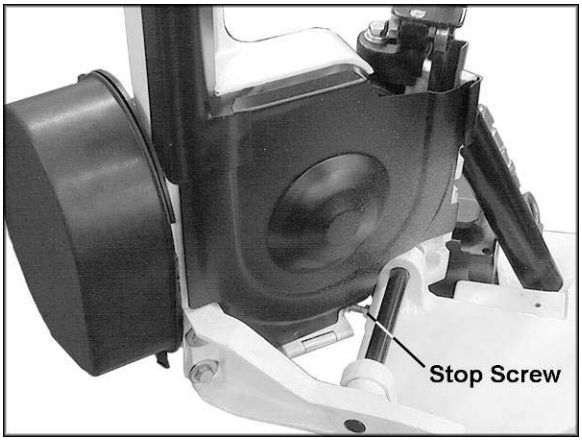

*Figure 23*
3. The stop screw (Figure 23) has been pre-set at the factory. If further adjustments are needed, loosen the hex nut and rotate the screw as needed. Re-tighten the hex nut.